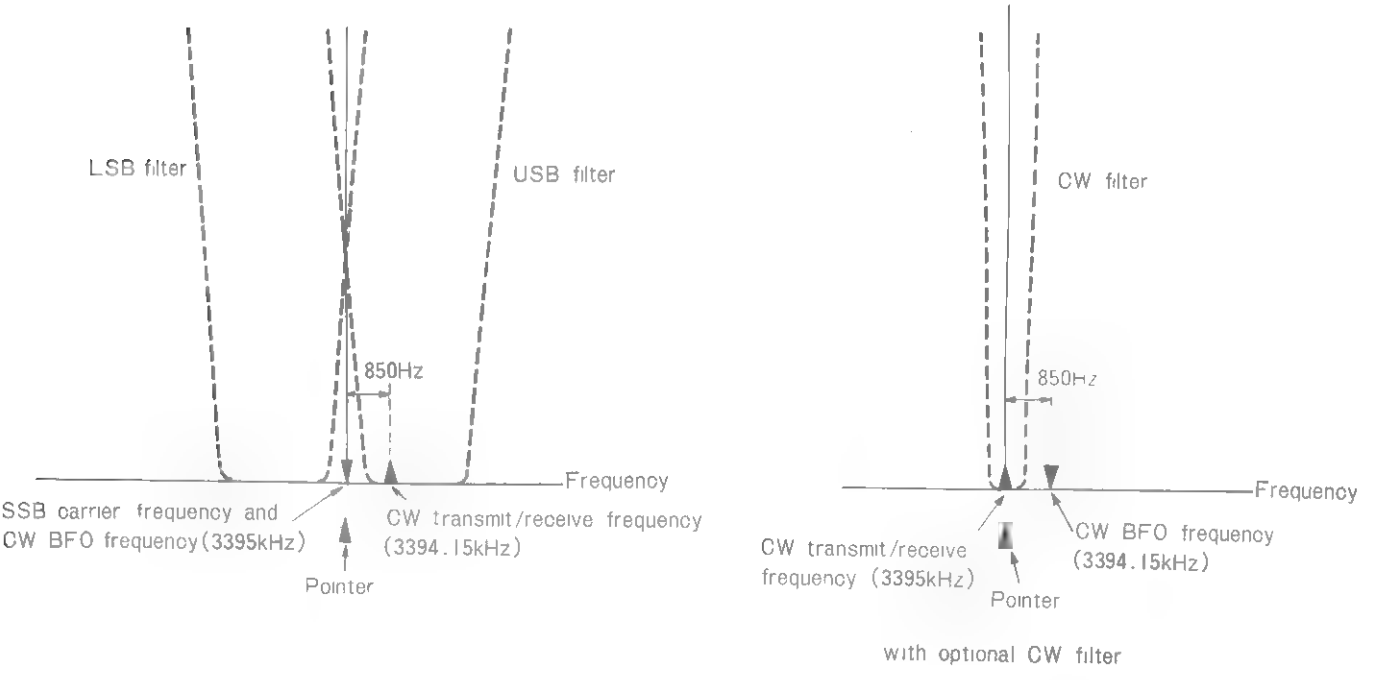

FIGURE 8. Dial Pointer Calibration for SSB and CW Operation
**SSB OPERATION** (See Figure 8)
**CW OPERATION** (See Figure 8)